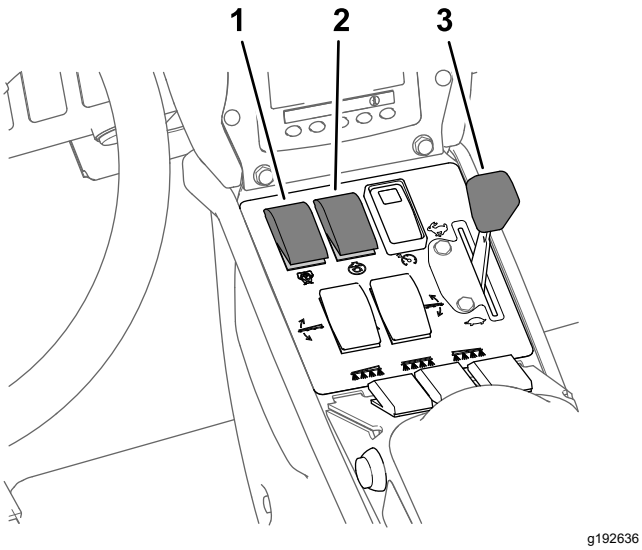

図 45
8. 攪拌スイッチとポンプスイッチを ON 位置にする図 45。
9. スロットルを高速位置とする図 45。
注 以下の手順は散布用ポンプが ON 状態であることを前提としています図 45 散布率モードでの散布 (ページ 35)を参照。
4. 希望する散布に合わせてスロットル位置を調整する図 45 散布率モードでの散布 (ページ 35)を参照。